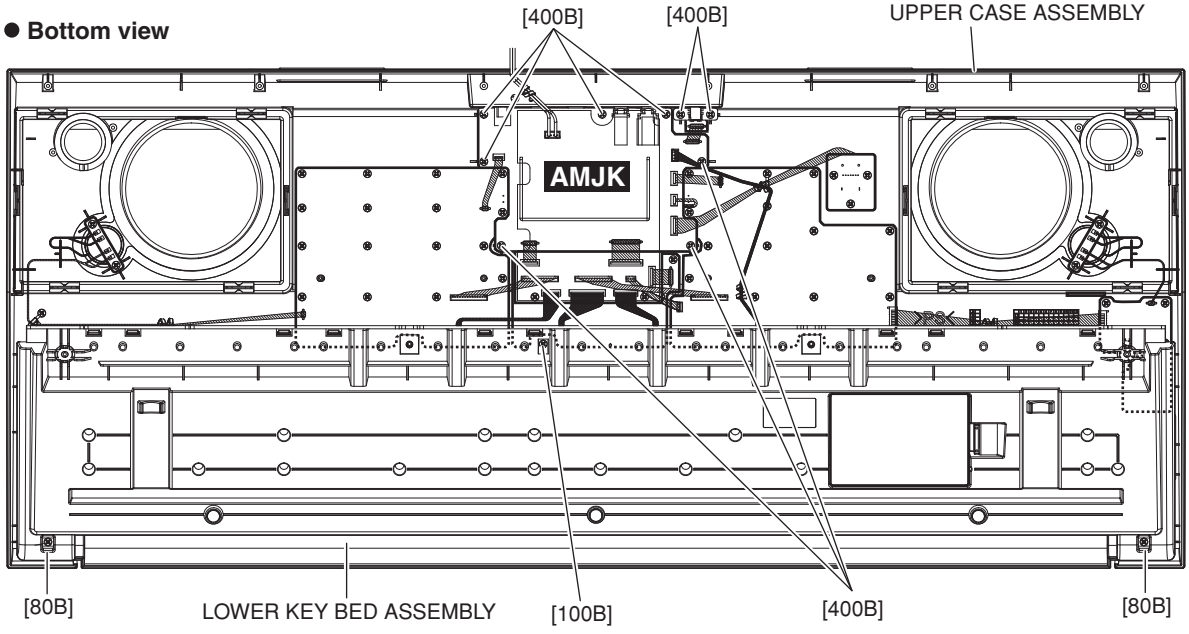

Fig. 2
2-2. Remove the two (2) screws marked [80B] and screw marked [100B]. The lower key bed assembly can then be removed. (Fig. 2)
3-2. Remove the screw marked [400A] on the rear. (Fig. 2)
3-3. Remove the nine (9) screws marked [400B]. The AMJK circuit board can then be removed. (Fig. 2)